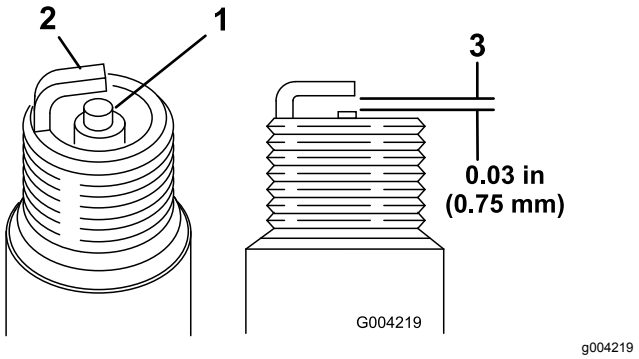

Figur 16
1. Se på midten av begge tennpluggene (Figur 16). Hvis du ser en lysebrun eller grå farge på isolatoren, fungerer motoren som den skal. Et svart belegg på isolatoren betyr som regel at luftrenseren er skitten.
2. Sjekk avstanden mellom elektroden i midten og elektroden på siden (Figur 16).
3. Bøy elektroden på siden (Figur 16) hvis avstanden er feil.